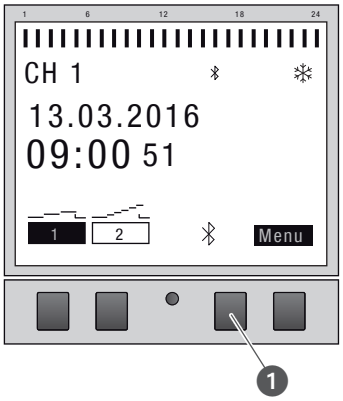

Fig. 27: Establecer la conexión por Bluetooth en el interruptor horario de carril DIN
1. Pulse el botón de Bluetooth (Fig. 27/❶) del interruptor horario de carril DIN.